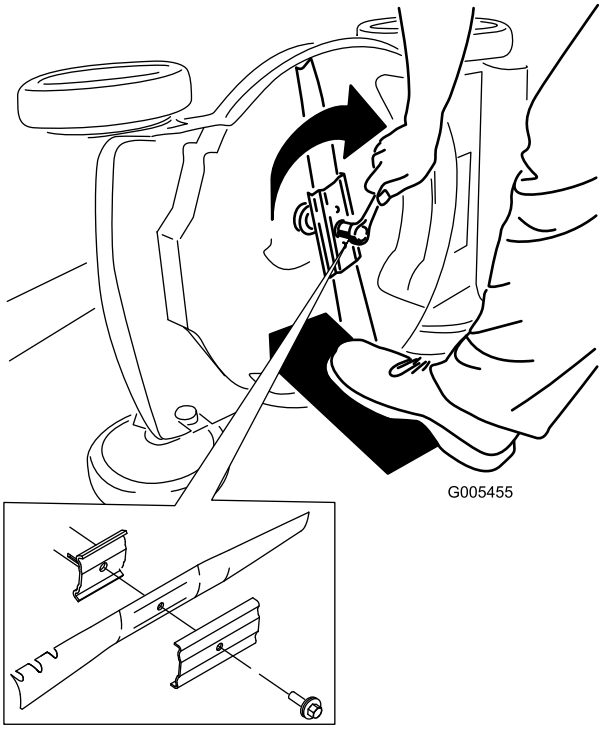

Figur 22
5. Monter den nye kniv og alle monteringsboltene og -møtrikkerne (Figur 22).